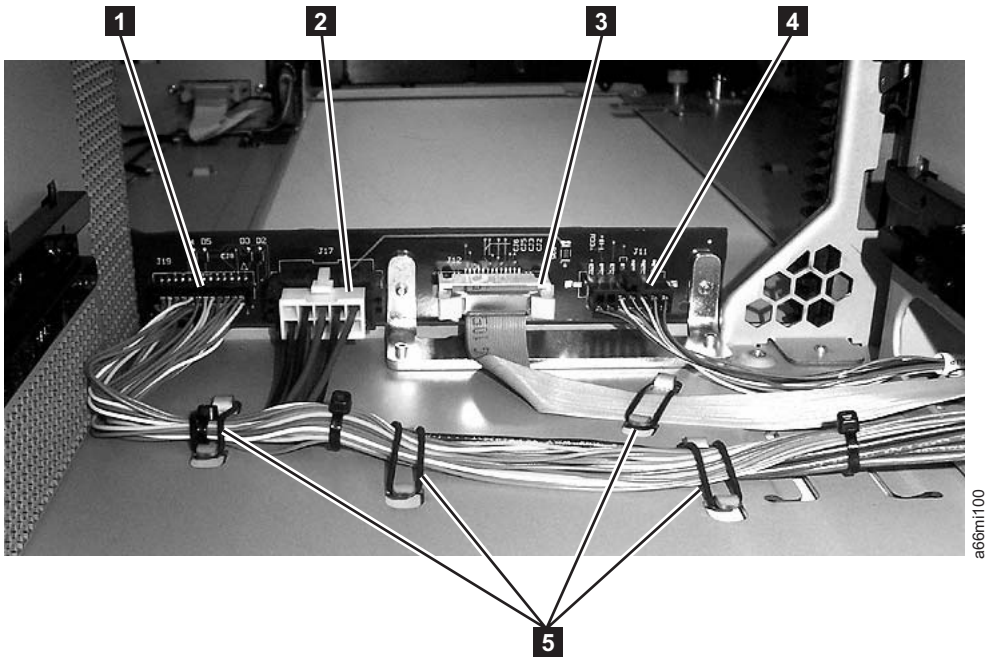

Figure 6-13. Backplane Connect Board connectors (back, drive sleds removed)
4. Visually check, and reseat if necessary, all of the connectors on the back of the Backplane Connect Board. See **1**, **2**, **3**, and **4** in Figure 6-13.